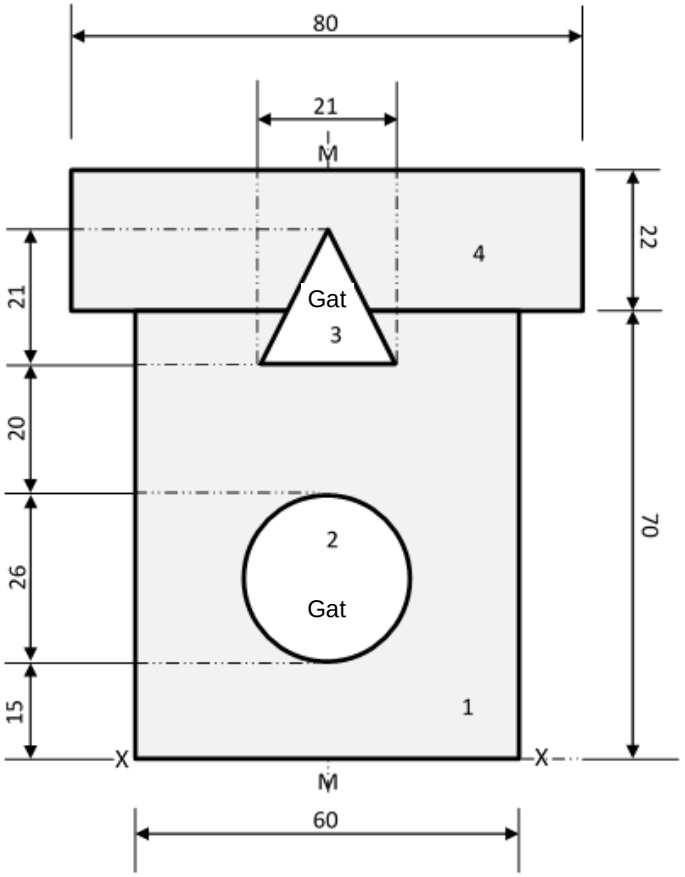

FIGUUR 3
'n Stuk metaalplaat van egalige dikte word in FIGUUR 3, DIAGRAMBLAD 2 (aangeheg), getoon. Die saamgestelde deursnee is simmetries om M-M. Al die afmetings is in millimeter.
4.5 Teken die metaalplaat in FIGUUR 3, DIAGRAMBLAD 2, oor en dui die posisie van die sentroïed aan. Gebruik enige gepaste skaal. (4)